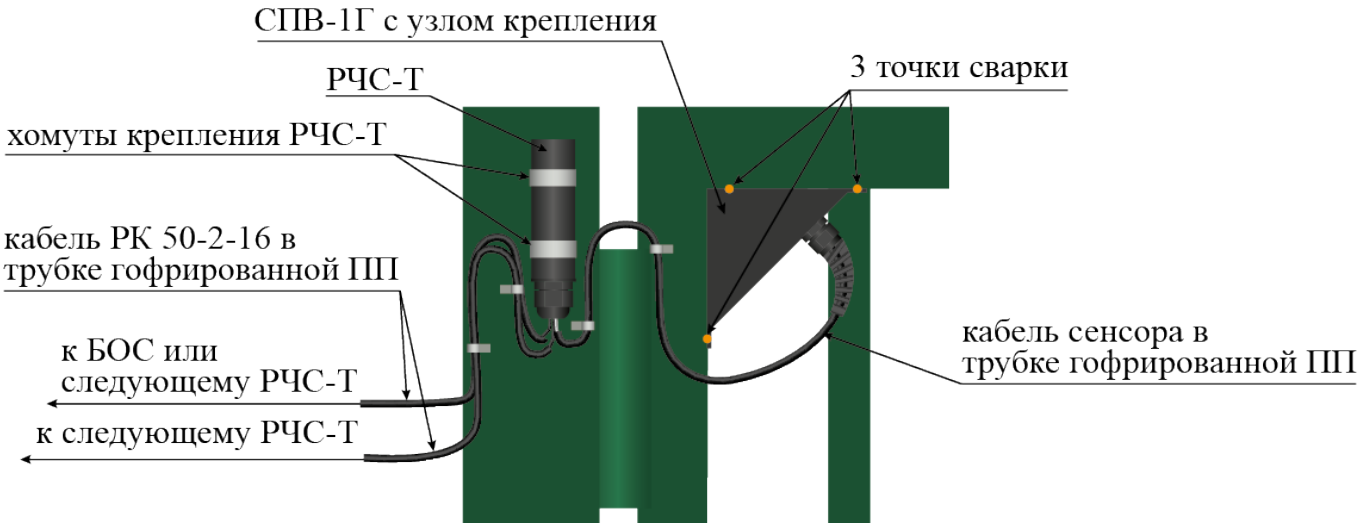

Рисунок 3.2
3.4 Сенсор расположить в углу створки ворот со стороны петли и закрепить к каркасу створки методом сварки (рисунок 3.2);
– закрепить РЧС-Т хомутами к опоре ворот или каркасу створки ворот гермовводом вниз (рисунок 3.2);
– кабели РК проложить в трубке гофрированной и закрепить к опоре ворот скобами однолапковыми СО 8-9 (рисунок 3.2).